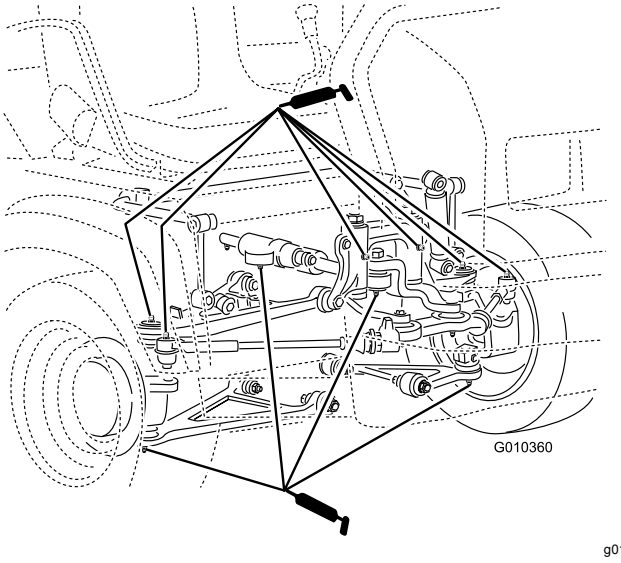

Figur 36
- **Kugleled (4)**, se Figur 36
- **Drejebeslag (2)**, se Figur 36
- **Styretøjscylinder (2)**, se Figur 36
- **Forbindelsesstænger (2)**, se Figur 36